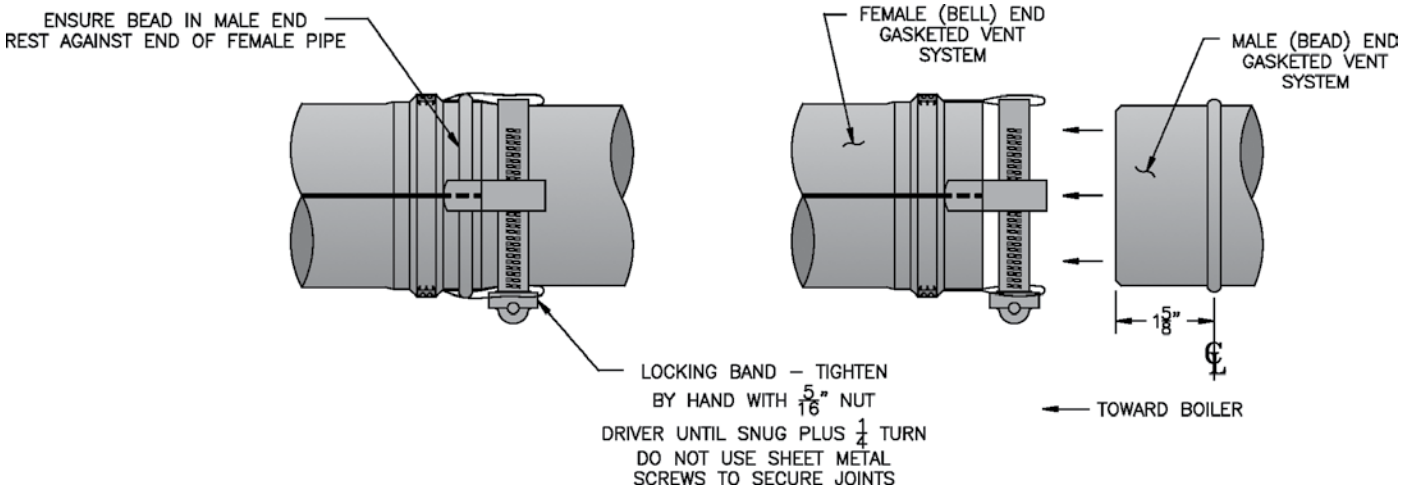

Figure 3: New Yorker Gasketed Vent Joint Detail
1. Procedure for Joining New Yorker Gasketed Vent Pipe and Fittings. See Figure 3.